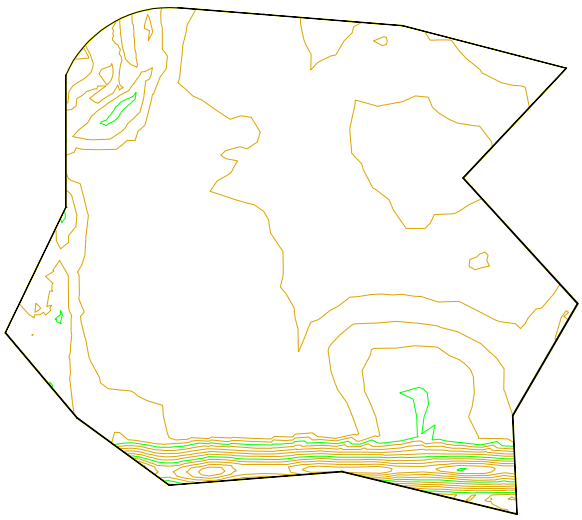

Figure 4-38 *Surface for Watershed and Water Drop analyses*
In this tutorial, you will perform the Watershed and Water Drop analyses for the given surface. You will also extract objects from the given surface, refer to Figure 4-38**.**
3. Select the file *c04_c3d_2026_tut04.dwg* and choose the **Open** button to open the file. The file consists of a surface that displays its contours and surface border, refer to Figure 4-38.